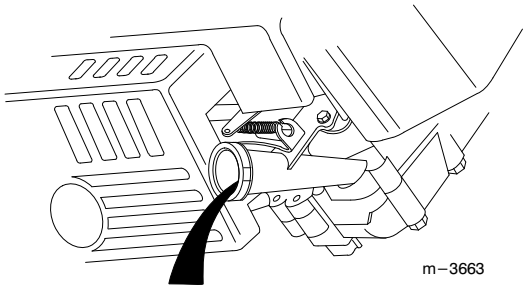

Afbeelding 19
6. Kantel de maaier op zijn linkerzijkant, zodat de olie eruit loopt in de olieopvangbak (Afb. 19).